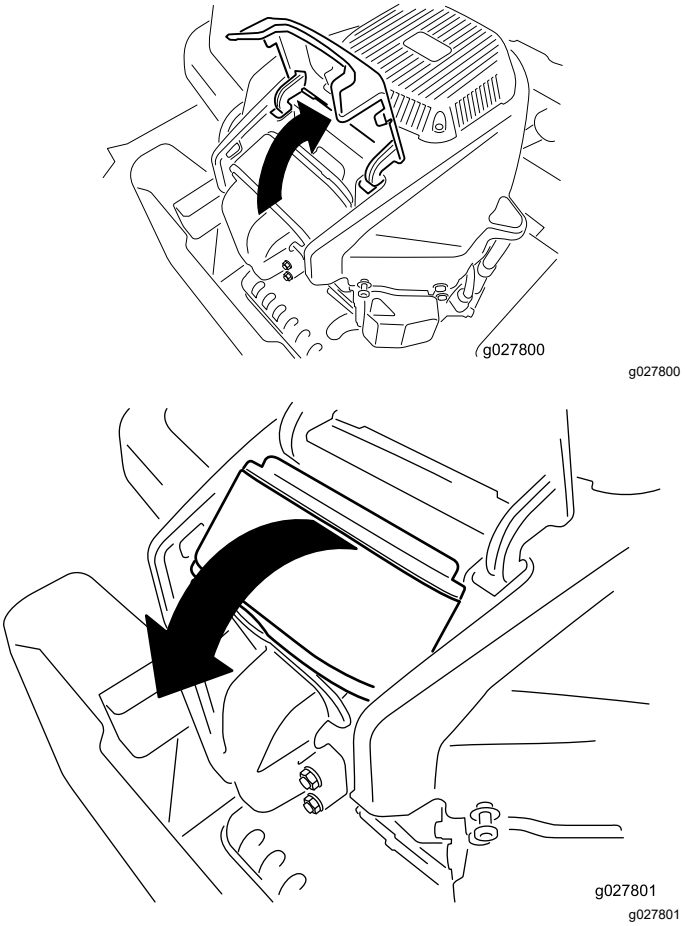

**Figure 36**
4. Lift the cover and rotate the air-cleaner assembly out of the engine (Figure 36).